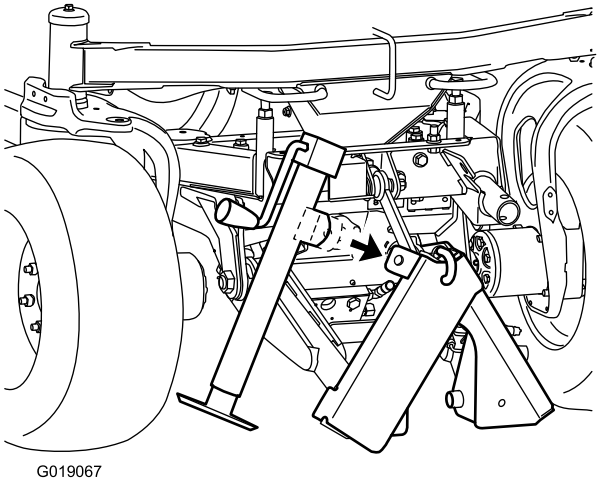
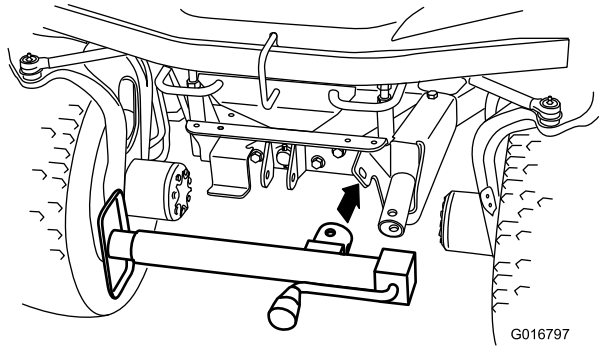

Figur 7
Figur 8
1. Fest jekknavet på tappen til jekklagringsbraketten (Figur 7) eller på tappen til jekkbraketten (Figur 8).